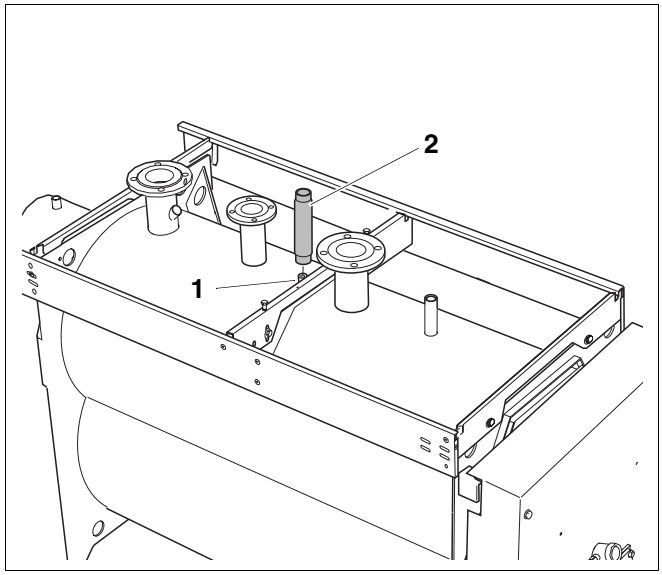

Рис. 19 Установка предохранительного устройства контроля количества воды
- Установить на отопительном котле трубу для предохранительного устройства контроля количества воды (рис. 19, **поз. 2**) в место подключения 2" (рис. 19, **поз. 1**).
- Установить предохранительное устройство контроля количества воды (дополнительная комплектация) в предназначенную для него трубу (рис. 19, **поз. 2**).